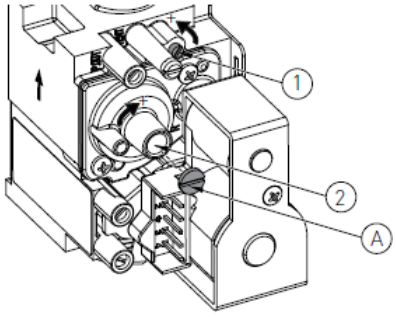

Рисунок 6.3
- *Проверьте, соответствует ли значение CO_2 тому, что приведено в главе «Технические характеристики», в противном случае отрегулируйте винт «1» регулятора подачи газа **(Рисунок 6.3)**. Для того чтобы увеличить значение CO_2, необходимо вращать винт против часовой стрелки, а чтобы его уменьшить – по часовой стрелке.*